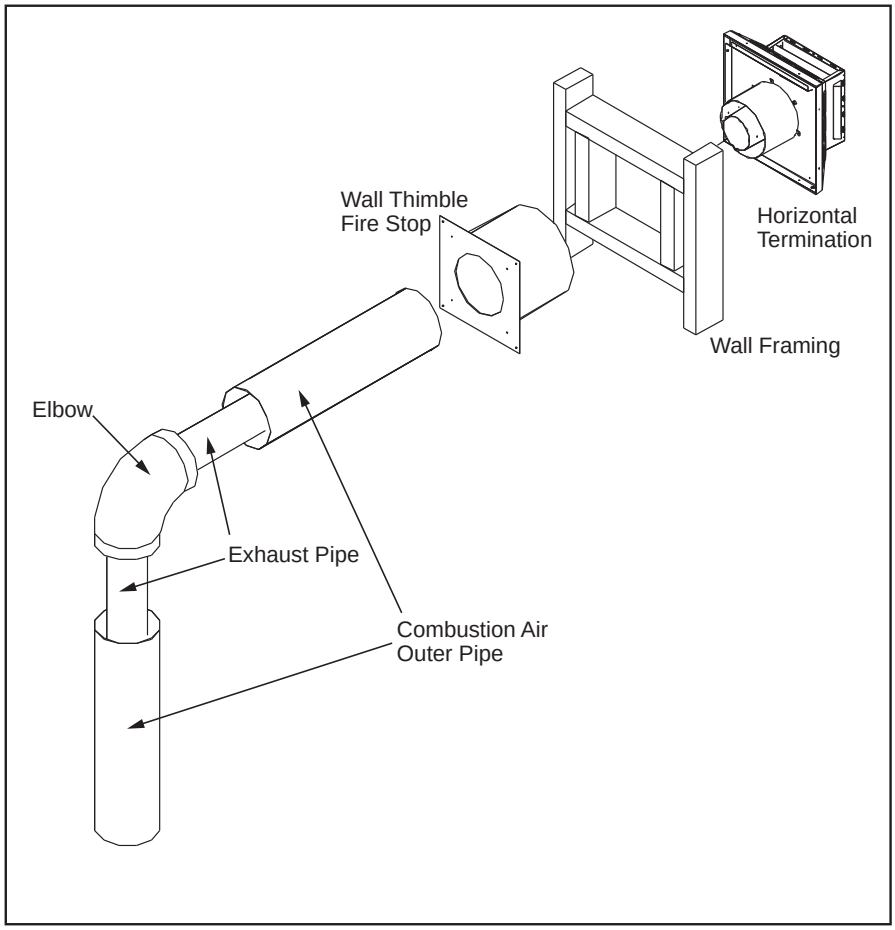

Figure 47. Horizontal Vent Termination
Step 4. Measure roof pitch. Select the proper flashing and storm collar and determine the height above the roof (see Figure 47). A non-corrosive pipe material must be used for all exterior pipe lengths. Seal nail heads with silicone.